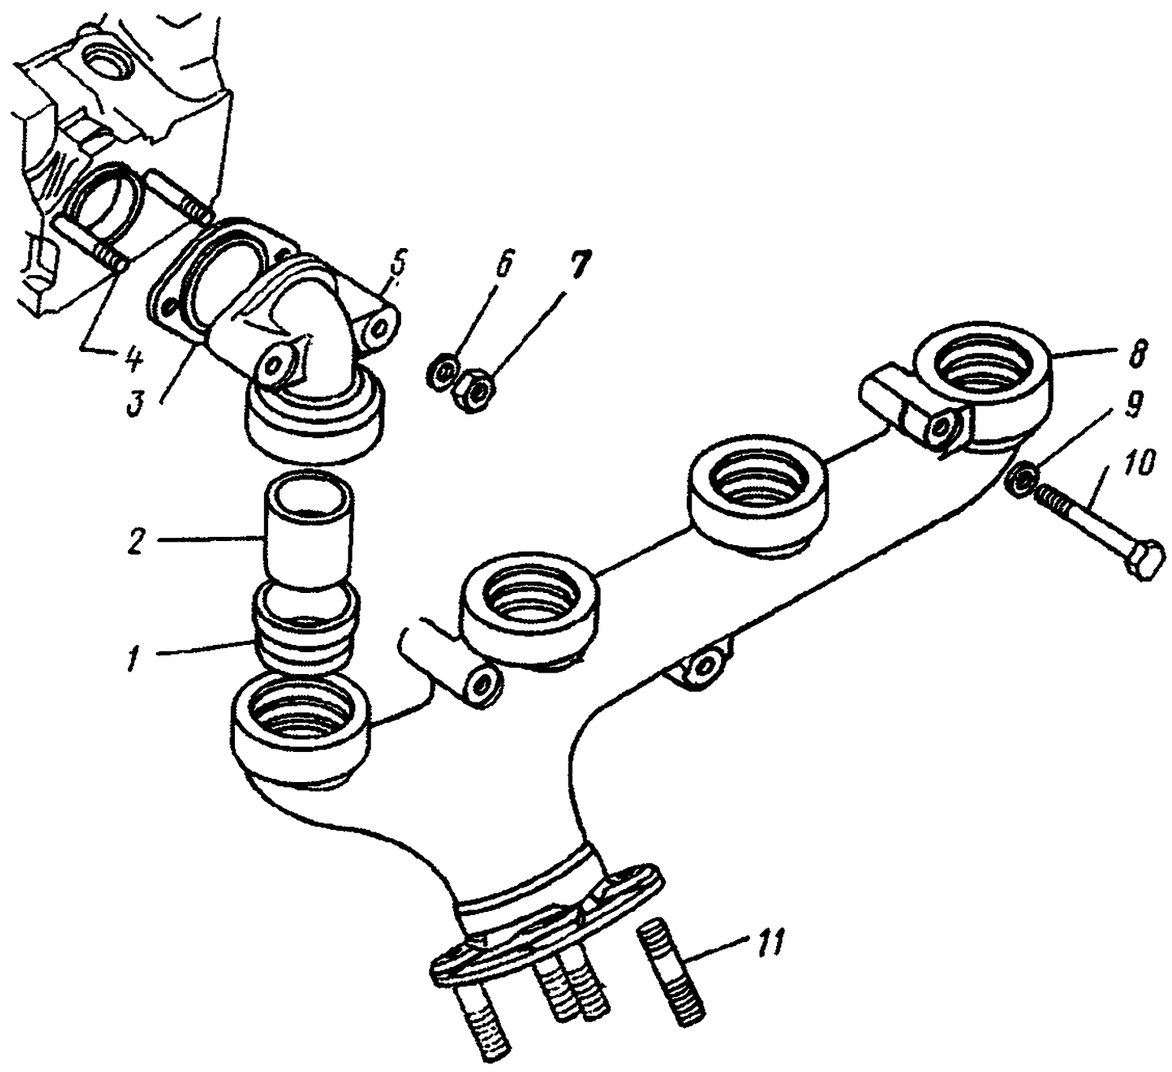

Рис. 26. Коллектор выпускной:
4. Отверните гайки *7* (рис. 26) крепления патрубков *5* правого коллектора *8*, снимите тарельчатые шайбы *6*	Накидной ключ 17 мм
14. Установите в выпускные коллекторы *8* (см. рис. 26) соединительные втулки *1* и втулки *2* патрубков	—